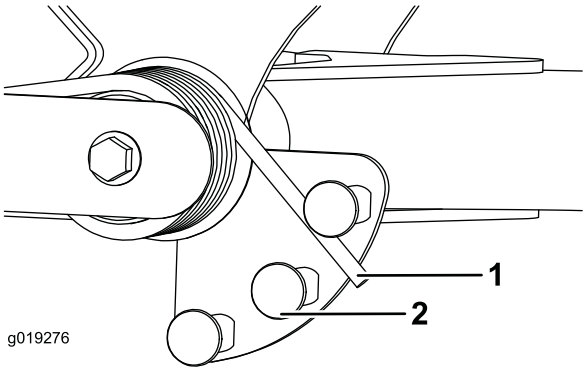

Figur 35
2. Sett inn et rør eller lignende objekt på den lange fjærenden og sving det rundt fjæraktuatoren til ønsket stilling (Figur 35).